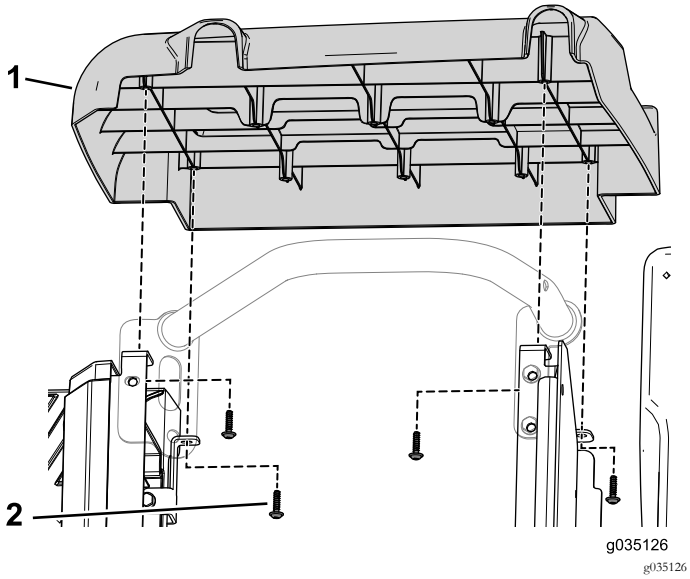

Figuur 88
10. Verwijder de 4 zelftappende schroeven om het rechterdeksel op de stoel te bevestigen (Figuur 88).